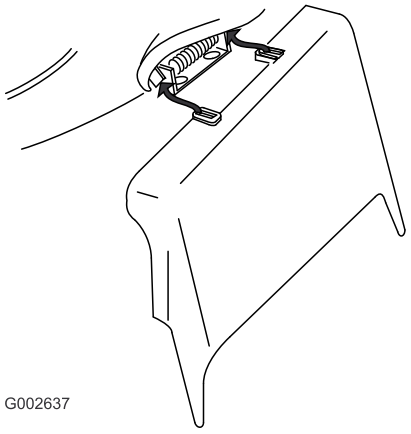

Figur 35
3. Monter sideudblæsningsrøret, og fæld pladen ned på røret (Figur 35).